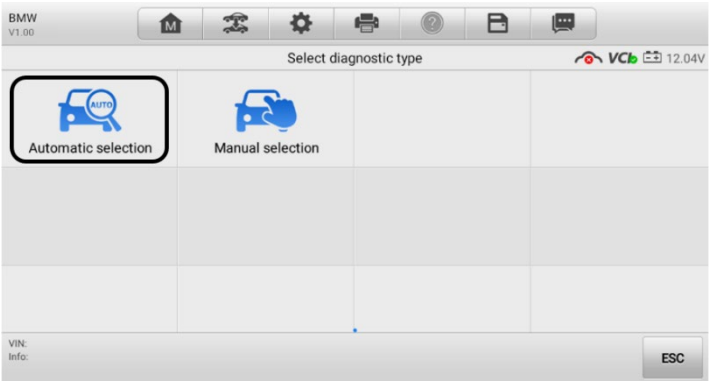

Figure 5-8 ***Selection Screen in TPMS***
3. Tap **Manual Selection** in the diagnostic type selection screen (Figure 5-8).